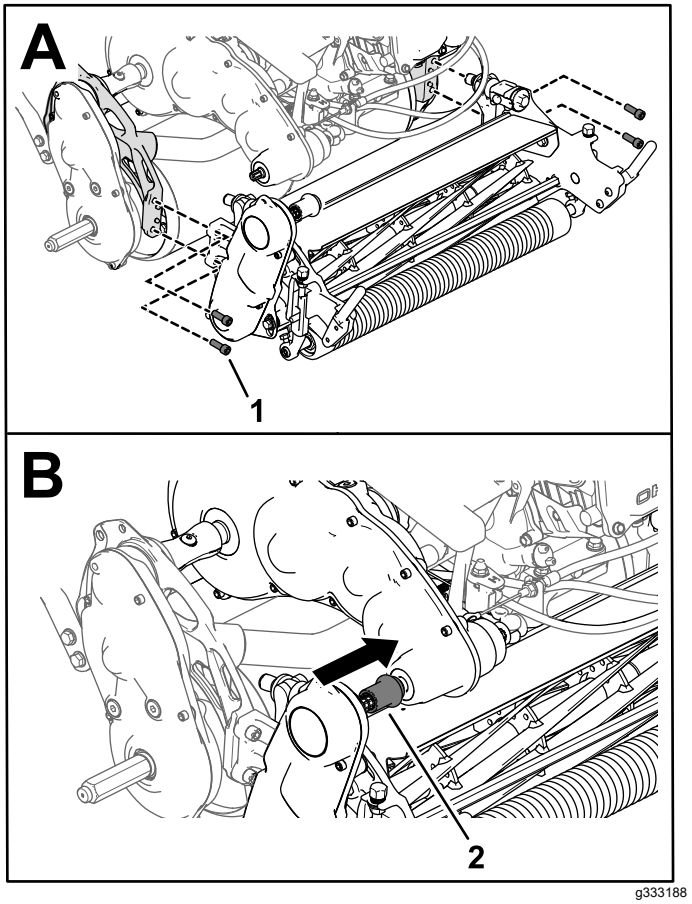

**Figuur 46**
3. Gebruik 4 inbusschroeven om de maai-eenheid te bevestigen aan het frame (Figuur 46).
4. Schuif de koppeling van de maaiaandrijving op de aandrijfas van de transmissie (Figuur 46).